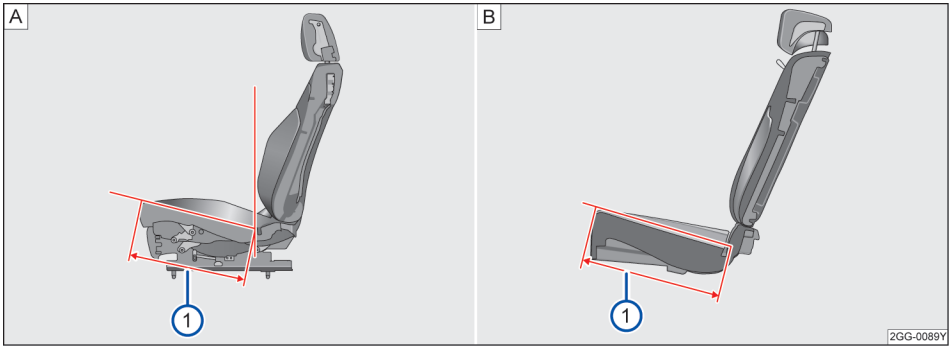

图 71 座椅坐垫深
当前排位置处于设计位置时，坐垫深=446mm→ 图 71 A ①
当后排位置处于设计位置时，坐垫深=468mm→ 图 71 B ① ◁